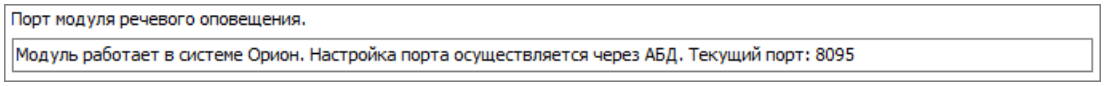

Рисунок 8-187 Порт модуля речевого оповещения
– задать порт модуля речевого оповещения (см. Рисунок 8-187) – может быть отдельно настроен при автономной работе модуля речевого оповещения. В нашем случае такой вариант не рассматривается. В случае отсутствия связи с Центральным Сервером системы параметр будет доступен для редактирования, но если на момент перезапуска связь с Центральным Сервером системы будет установлена, то параметр будет запрошен из Базы данных;